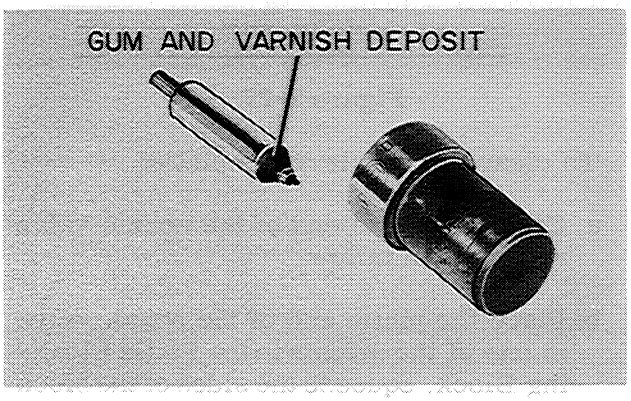
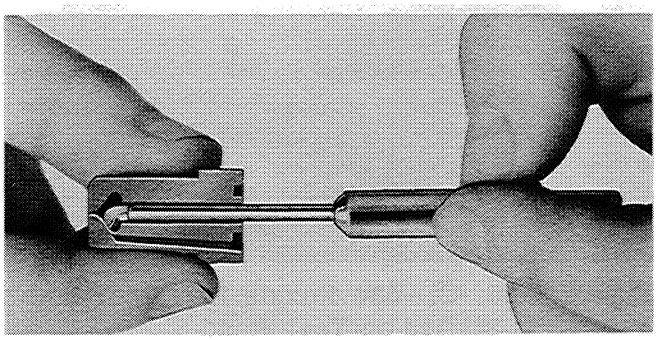

Figure I-29
Figure I-31. Cleaning the Nozzle Body
NOTE Gum and varnish deposits on the nozzle assembly, Figure I-29, nicks and scratches on the nozzle valve, Figure I-31, or scored nozzle valves can usually be attributed to poor fuel storage and handling practices and to poor fuel system maintenance on the part of the customer. Be sure to bring this to his attention.
6. Use the Nozzle Body Pressure Chamber Scraper and the Valve seat scraper to clean the nozzle body internally, Figure I-31. These scrapers are provided in the CD-500 and CD-800 Tool Kits. They are made of a special soft metal that will not scratch the polished surfaces of the body.